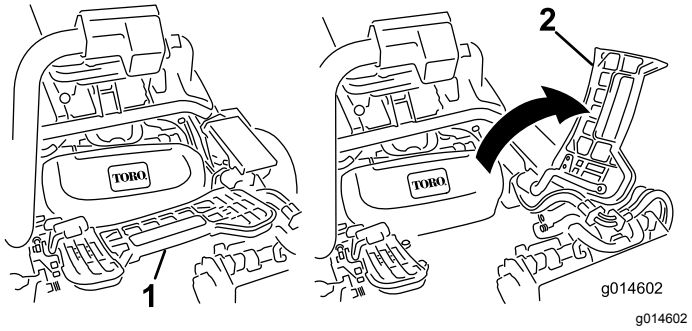

Figuur 30
2. Klap de voetsteun omhoog zodat u bij het middelste maaidek kunt (Figuur 30).